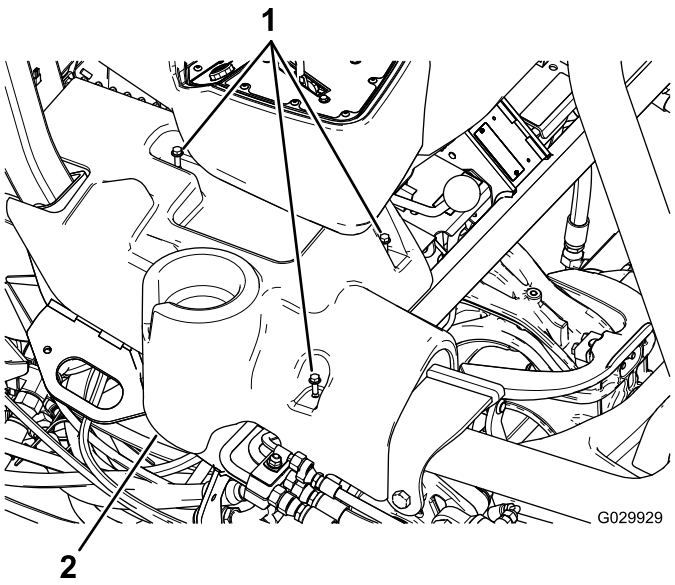

Figuur 12
1. Lijn de boutopeningen in het nieuwe rechterbedieningspaneel uit met de boutkoppen in de machine (Figuur 12).